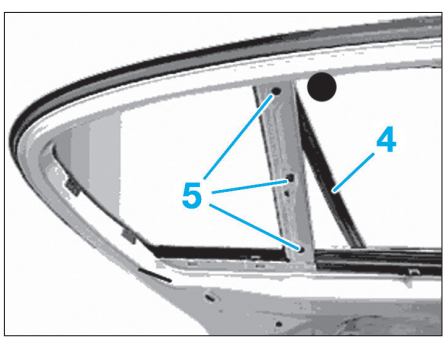

Fig. 126
• Extraire le joint (4) comme illustré **(Fig.126)**.